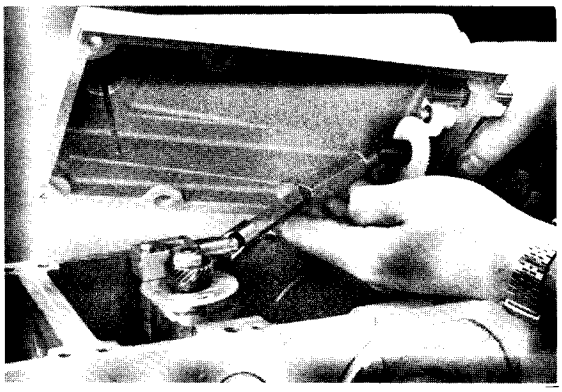

Figure 57
Sur les pompes à commande manuelle la manivelle est reliée à la cage oscillante par un cardan (figure 57). Quand le couvercle est enlevé, la relation entre les deux moitiés du joint doivent être maintenus ou le calibrage de la pompe en sera affecté.
2. Verifier que l'indicateur de manivelle marque zero. Tenir le couvercle de coté pour voir le tube de section carrée. Ensuite, tout en tenant le tube, translater soigneusement le couvercle en avant pour engager l'arbre (figure 57). Il faut remonter l'arbre et le tube dans la même orientation qu'avant la dépose du couvercle.